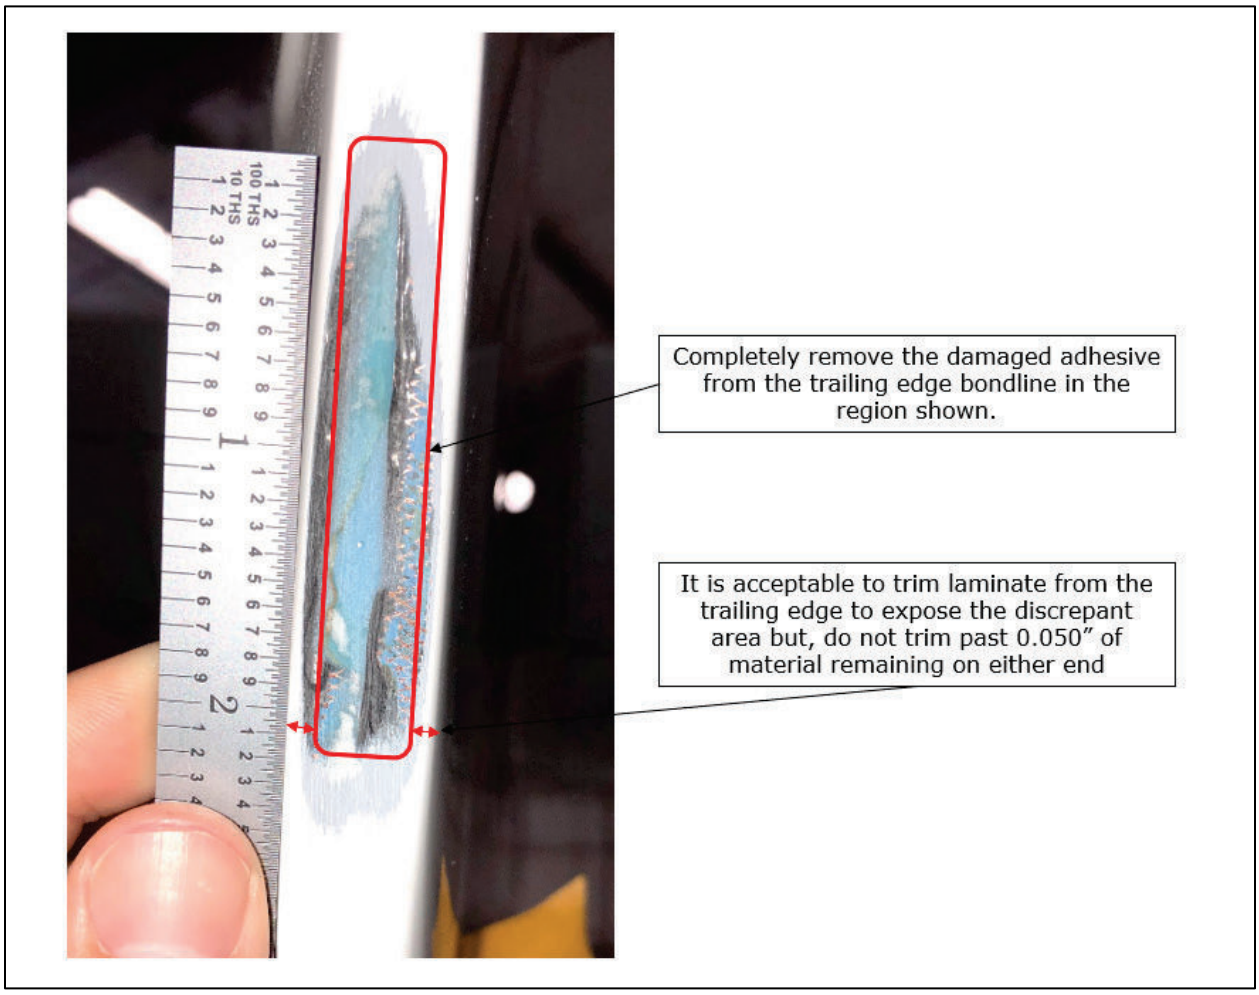

Figure 1: Step 6, Material Removal Region
6. Carefully remove the adhesive and damaged material in the discrepant area. Adhesive removal is to extend 0.125" above and below the discrepant area until all damaged material is removed. It is acceptably to trim laminate from the trailing edge to expose the discrepant area, but do not trim past leaving 0.050” of laminate on each side of the trailing edge. See Figure 1 for material removal limits and region.